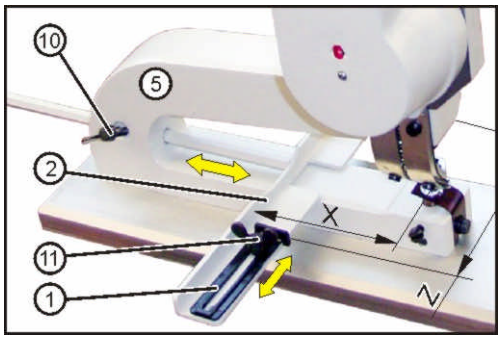

Abb. 2
- Stecken Sie den Anschlagwinkel [2] durch die Aufnahmebohrung am Körper [5] und klemmen Ihn mit der Flügelschraube [10] fest; siehe Abb. 2.